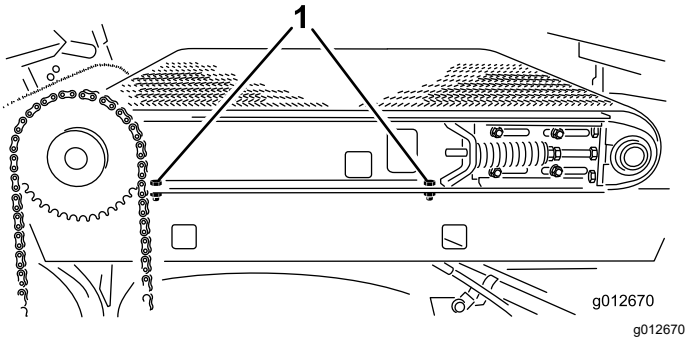

**Figuur 36**
2. Maak aan de rechterkant van de machine 2 inbusbouten vast waarmee de glijframerail is bevestigd aan het rechter spatscherm (Figuur 36).